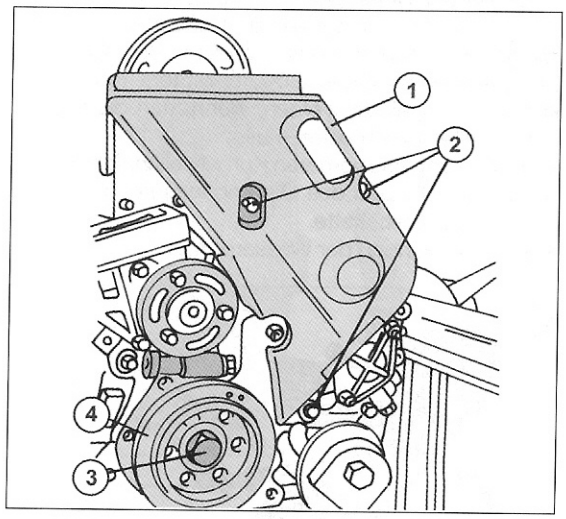

Bild 113
- Die Schrauben (2) in Bild 113 lösen und den Zahnriemenschutzdeckel (1) abnehmen.